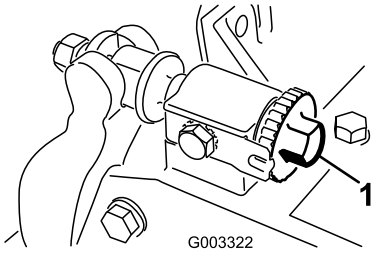

Rysunek 12
1. Ustaw jednostkę tnącą na płaskiej, poziomej powierzchni roboczej. Przekręć śruby regulacji noża dolnego w kierunku przeciwnym do kierunku ruchu wskazówek zegara, aby wyeliminować kontakt listwy noża dolnego z bębnem (Rysunek 12).
Ważne: Upewnij się, że nakrętki śrub regulujących na tylnej części listwy ostrza nie opierają się o powierzchnię roboczą (Rysunek 12).